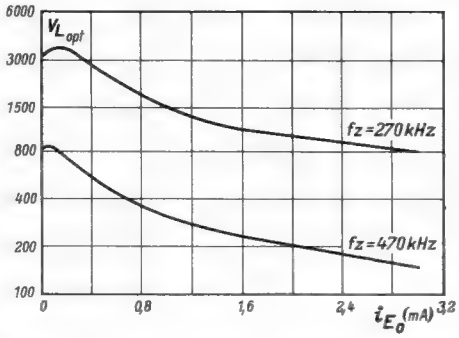

Bild 4. $V_{L\,opt}$ als Funktion des Emitterstromes im Arbeitspunkt (keine Regelung!) OC 602; $U_c = -20$ V; $f_z = 270/470$ kHz; T = 20 °C
In *Bild 4, 5* und *6* ist die optimale Leistungsverstärkung $V_{L\,opt}$ in Abhängigkeit von Emitterstrom, Kollektorspannung und Frequenz dargestellt. Die maximale Leistungsverstärkung $V_{L\,max}$ ist um den Faktor $\left(1 - \frac{B_0}{B_1}\right)^2$ kleiner, entsprechend Gleichung (8). Das Maximum in Bild 4 bei $i_{E0} = 0{,}1 / 0{,}2$ mA verschiebt sich für $V_{L\,max}$ je nach Größe von $\frac{B_0}{B_1}$ mehr oder weniger stark zu höheren Werten für i_{E0}.
In *Bild 7* ist die Leistungsverstärkung V_L nach Gleichung (4) in Abhängigkeit des Emitterstromes *bei Regelung* dargestellt. Im Arbeitspunkt $i_{E0} = 0{,}5$ mA erreicht V_L den Wert $V_{L\,max}$, entsprechend dem angegebenen Berechnungsbeispiel. Während der Regelung bleiben die für den Arbeitspunkt $i_{E0} = 0{,}5$ mA bestimmten Schaltungsgrößen ($\ddot{u}_2$, C_0) unverändert, so daß sich ein ganz anderer Verlauf ergibt als bei Bild 4.